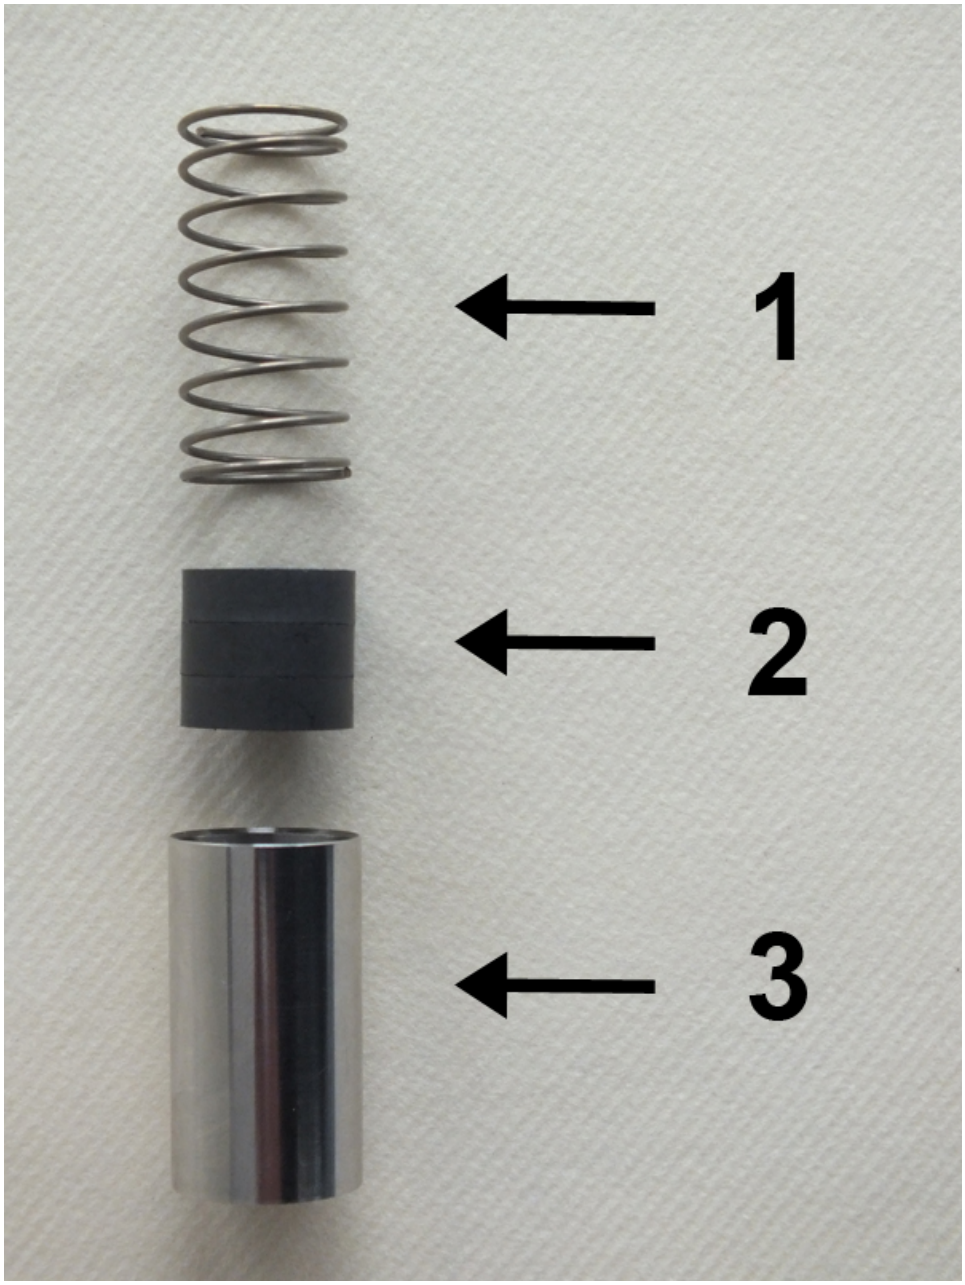

Fig. 45: Spring, magnets and float
7. The inner parts of the flow monitor consist of the spring (*Fig. 45*/1), magnets (*Fig. 45*/2) and float (*Fig. 45*/3).